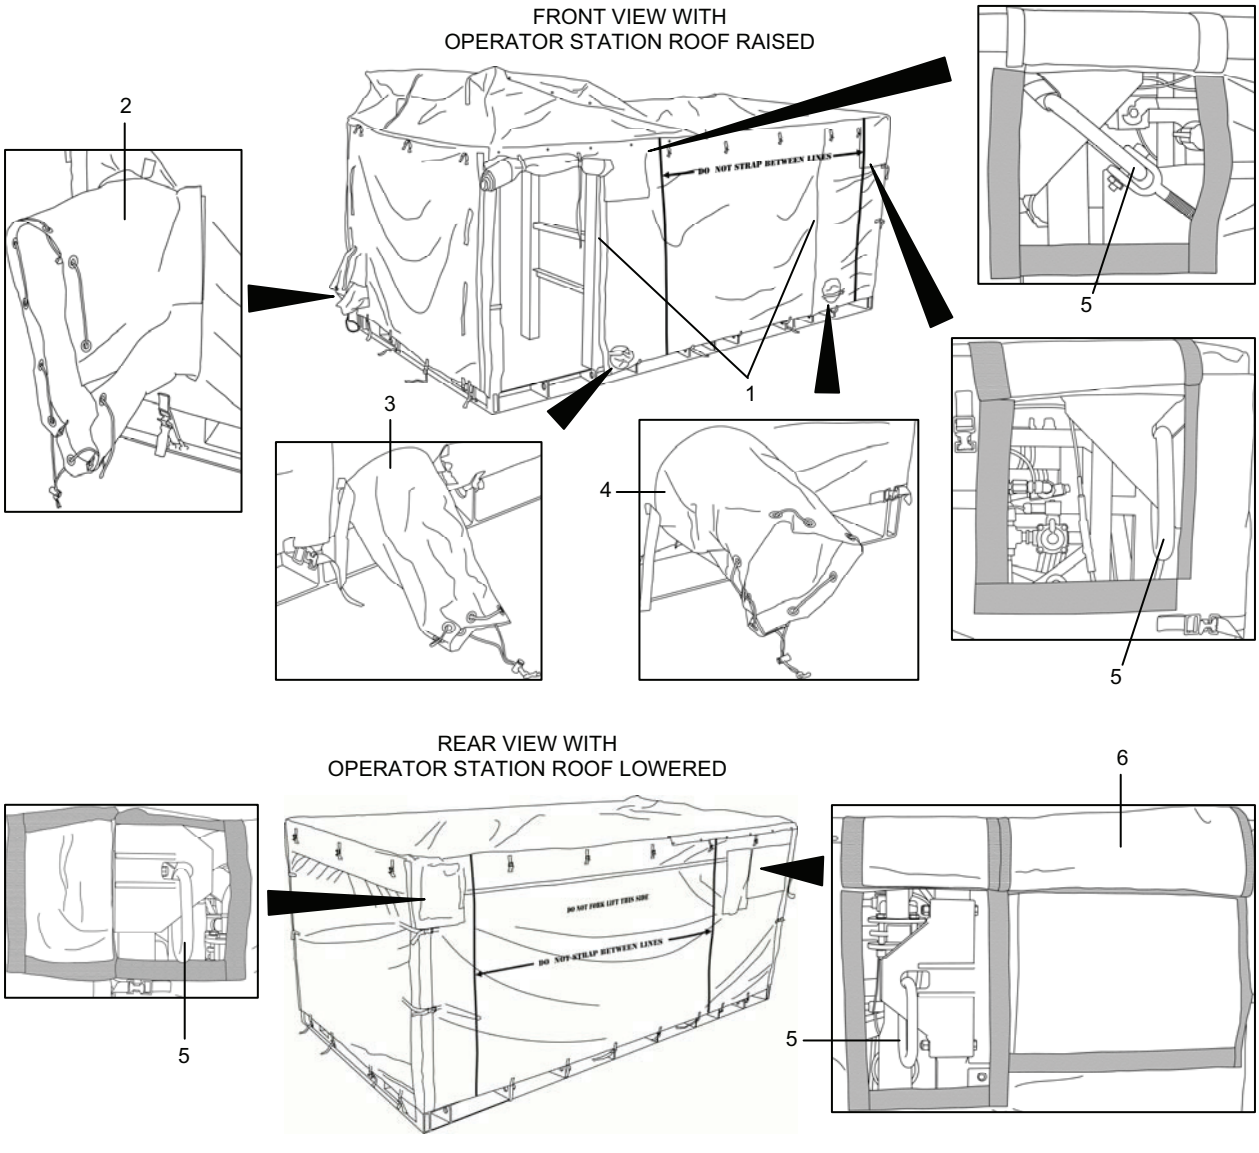

Figure 4. MC-TWPS General Purpose Cover.
The MC-TWPS General Purpose Cover is a single piece, water-proof, fabric covering that can be used during deployment to shield the equipment from precipitation and blowing dust and sand (Figure 4). Straps inside and outside the cover are used to secure the cover to the TWPS frame. Zippered and hook and loop seams at the four corners and in two locations at the front (1) make it possible to separate and roll up and secure individual wall panels for access or ventilation. By releasing snaps and straps around the top of the cover over the operator station, the top can be expanded at that end so that a roof over the operator station can be raised without removing the cover. Sleeves with a hook and loop seam and cinch cord are incorporated to provide access for connecting power cables (2) and inlet (3) and discharge (4) hoses to the TWPS. Hook and loop panels are incorporated to provide access to four rail transport tie-down rings (5). A fifth panel (6) provides access to lift and tie-down instruction plates.